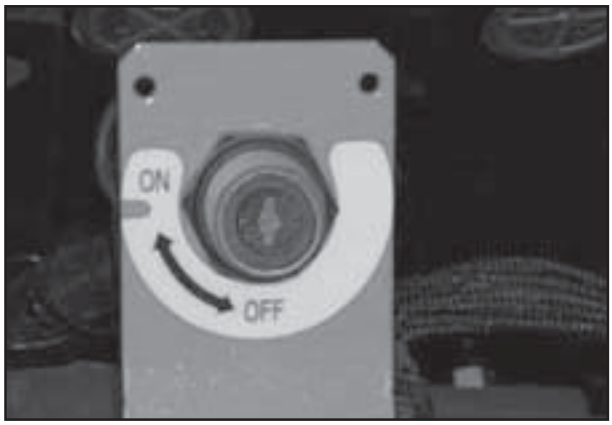

Fig. 2
4. Desligue a chave geral (posição OFF) (fig.2).